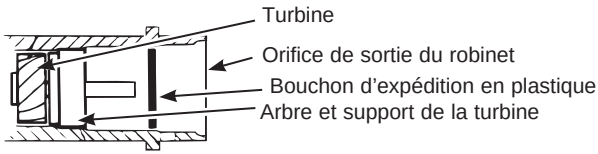

Figure 8
2. Assurez-vous que la turbine tourne librement dans l'orifice de sortie du robinet (voir Figure 8).